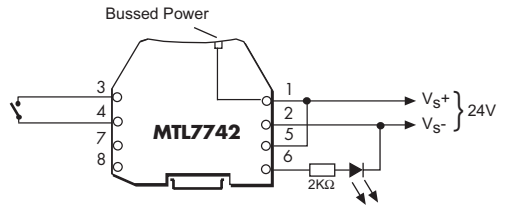

Figure 27: Test circuit for MTL7742
a) Connect the barrier as shown in figure 27.